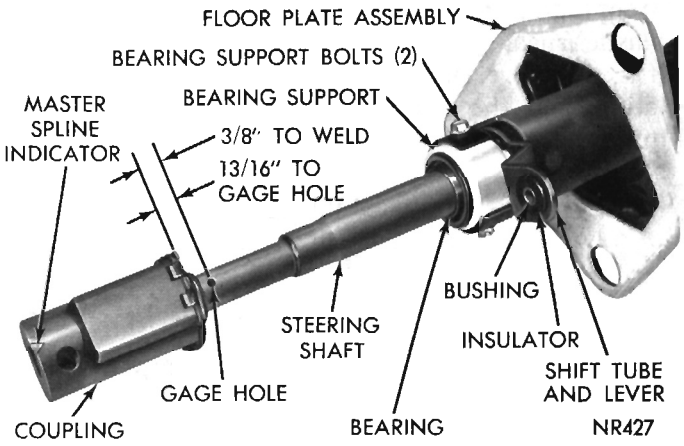
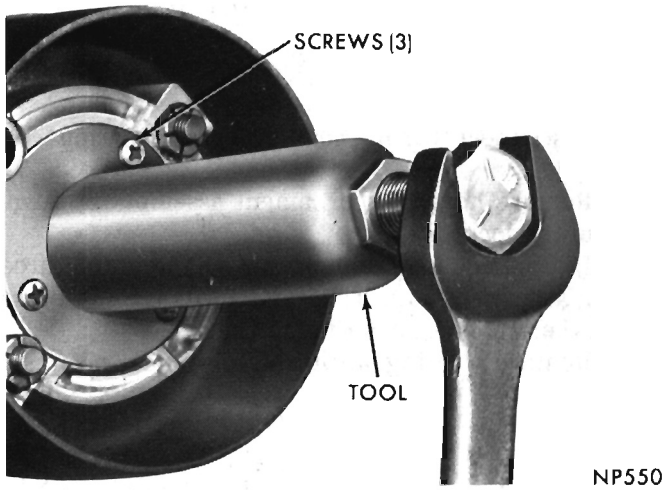

Fig. 5—Steering Column—Lower End
Fig. 6—Removing Steering Shaft from Upper Bearing
(7) Remove two bolts holding lower bearing and support to lower end of column jacket (Fig. 5). Install steering shaft remover C-4044 (Fig. 6), and press shaft out of upper bearing. Slide steering shaft and lower bearing assembly out of column. **Do not bump or hammer on steering shaft to remove.**